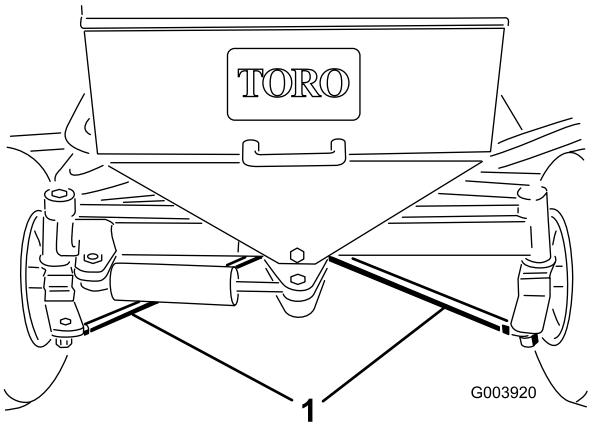

Figur 65
2. Løsn kontrolmøtrikker på begge forbindelsesstænger (Figur 65).